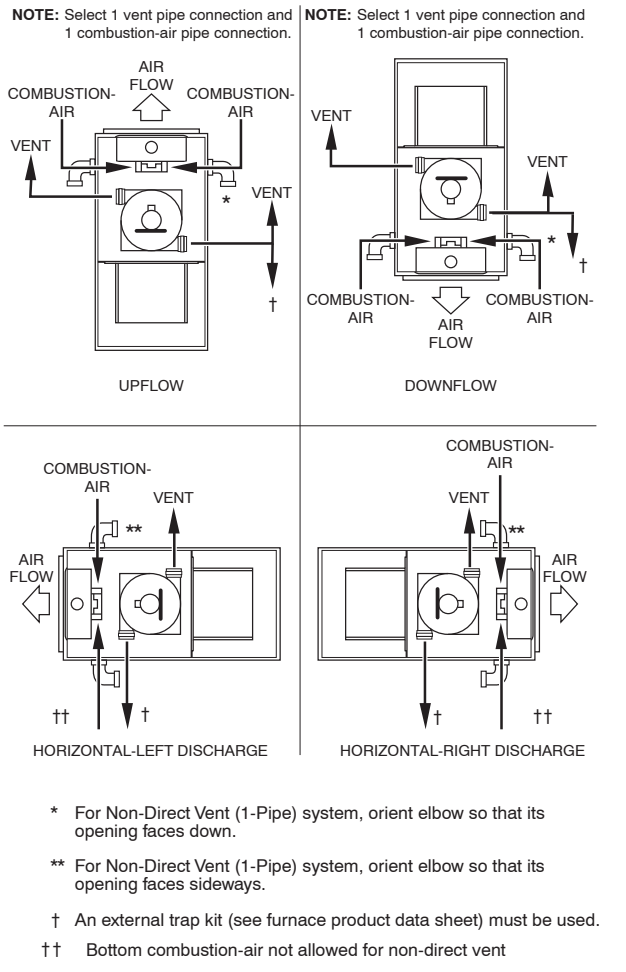

Fig. 37 - Combustion-Air and Vent Pipe Connections
1. Determine location of combustion air intake pipe connection to combustion air intake housing as shown in Fig. 37 for application.
4. Insert assembled combustion air inlet pipe into intake housing as shown in Fig. 37.
Furnace vent connection must be attached as shown in Fig. 37.
2. Determine location of vent pipe connection to inducer housing as shown in Fig. 37 for application.